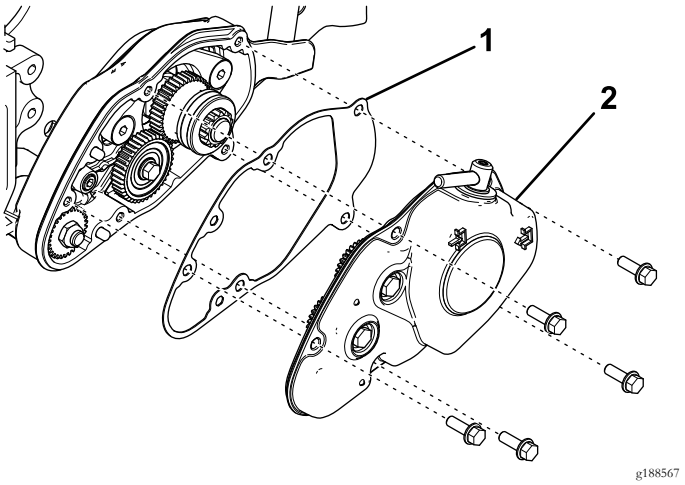

Figura 1
3. Retire la cubierta del alojamiento del groomer y la junta (Figura 1).